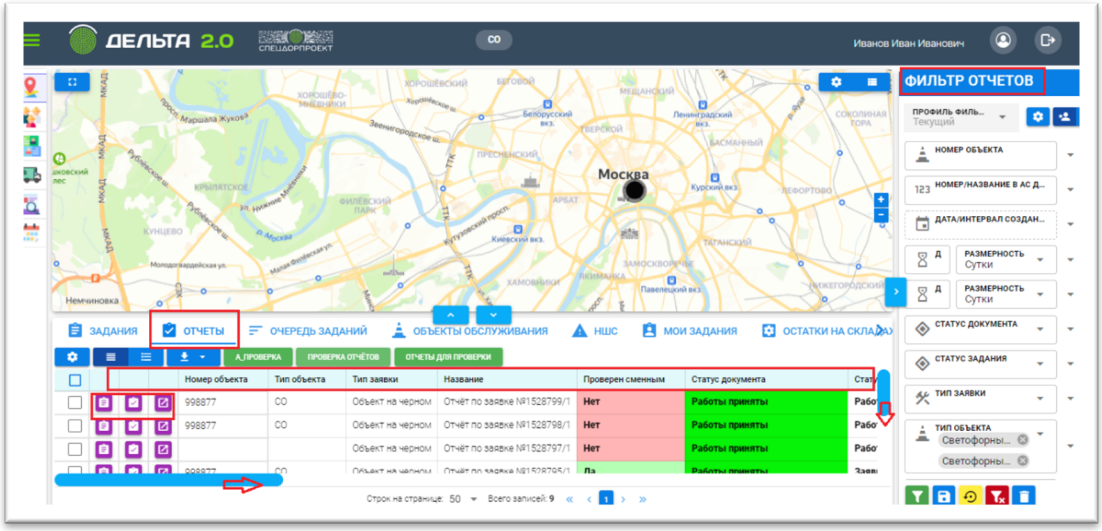

Рисунок 67 - Вкладка «Диспетчерская», вкладка «Отчеты», доступные опции
- Вкладка «Отчеты». В данной форме доступны следующие опции: открыть заявку, открыть отчёт в новой вкладке браузера; просмотр информации об отчёте в табличном формате с отображением информации о номере объекта, типе объекта, типе заявки, названии отчёта, статусе документа, проверке сменным и другой подобной информации. Фильтр отчётов используется для оптимизации поиска и фильтрации отчётов в системе по заданным параметрам (Рис. 67).